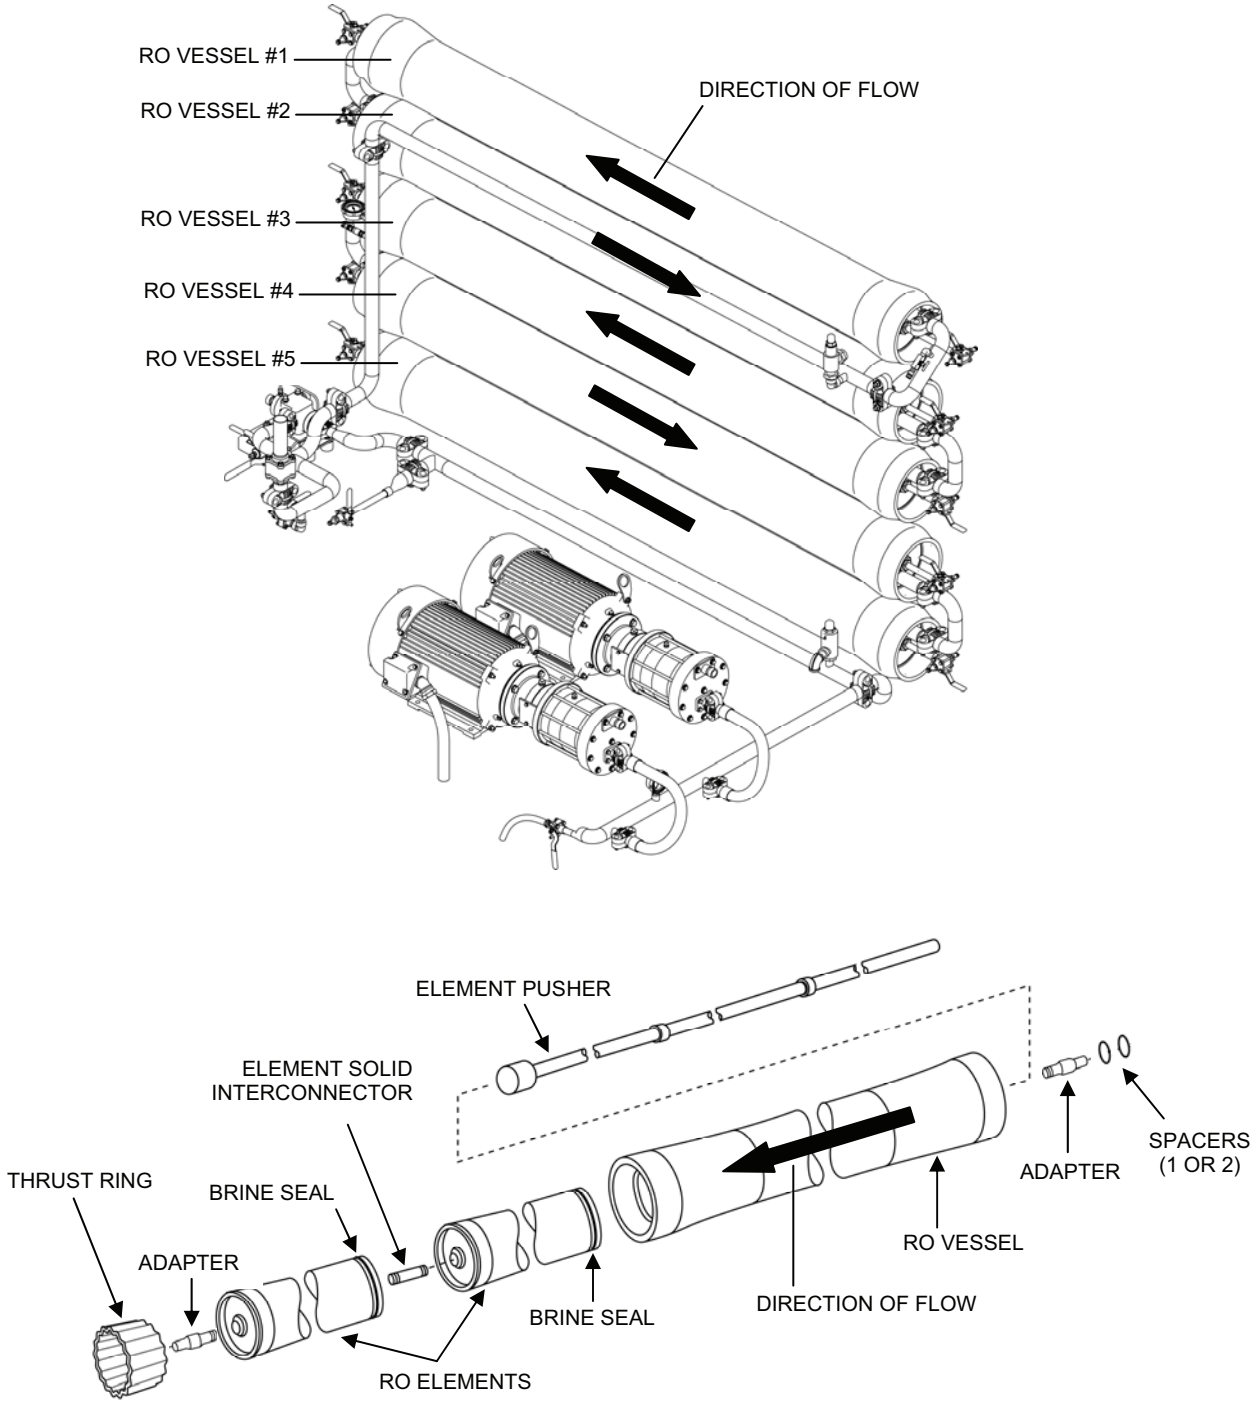

Figure 12. RO Element Removal.
4. Remove the RO elements from the vessel (Figure 12).